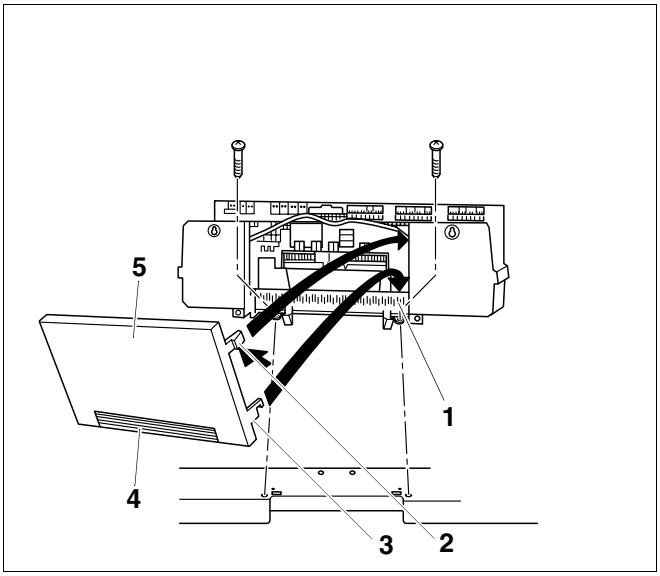

Рис. 67 Установка задней стенки системы управления
При необходимости можно выломать или вырезать заглушку (рис. 67, **поз. 4**) на задней стенке (рис. 67, **поз. 5**) системы управления.
– Вставить оба нижних крюка (рис. 67, **поз. 3**) справа и слева на задней стенке (рис. 67, **поз. 5**) шлицом в верхнюю кромку гнезда рамки (рис. 67, **поз. 1**).
– Слегка нажать верхние эластичные крюки (рис. 67, **поз. 2**) внутрь (по стрелке) и вставить заднюю стенку (рис. 67, **поз. 5**) так, чтобы оба крюка защелкнулись.